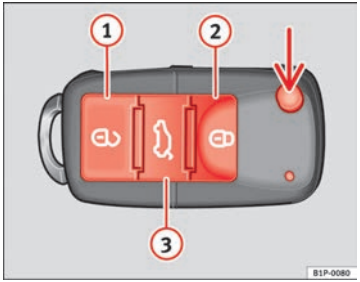

Fig. 46 Assignment of buttons on the remote control key
Using the button ⇒ Fig. 46 (arrow) on the control, the key blade is released.
Unlocking the vehicle 🔓 ⇒ Fig. 46 ①.
Locking the vehicle 🔒 ⇒ Fig. 46 ②.
Unlocking the rear lid. Press button ⇒ Fig. 46 ③ until all the turn signals on the vehicle flash briefly. When the unlocking button ③ is pressed, you have 2 minutes to open the door. Once this time has passed, it will lock again.
– Press the button (2) ⇒ Fig. 46 on the remote control.
– Press the button (1) ⇒ Fig. 46 on the remote control.